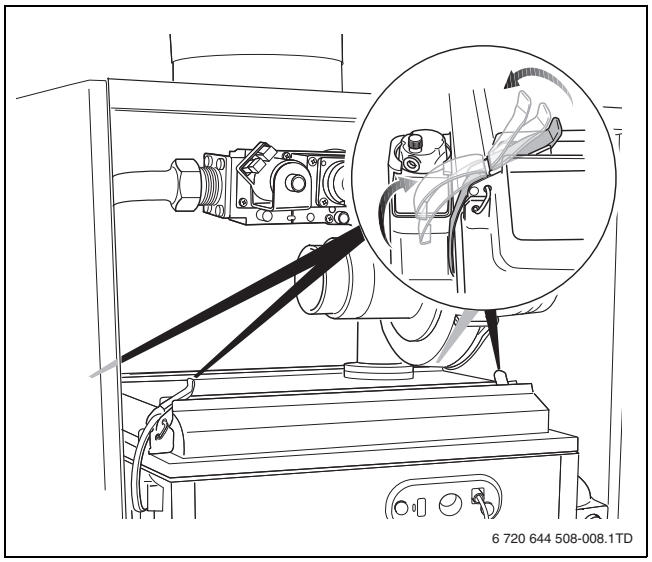

Fig. 8
- ▶ 打开燃烧器盖板上的 4 个卡扣 （→ 图 8，第 44 页）。